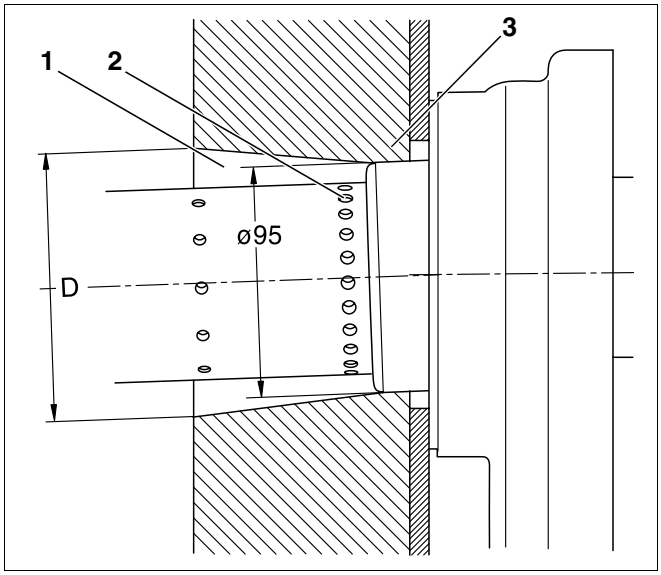

Fig. 18 Disegno della sezione del ritaglio della porta (dimensioni in mm)
Nell'adattare l'apertura del boccaglio tagliare l'isolamento della porta a cono, in modo che l'isolamento nella zona della porta del bruciatore si trovi sul tubo di supporto (fig. 18, **pos. 1**).
I fori di ricircolo (fig. 18, **pos. 2**) del boccaglio non devono essere coperti dall'isolamento della porta. Se necessario si deve ritagliare l'isolamento (fig. 18, **pos. 3**).